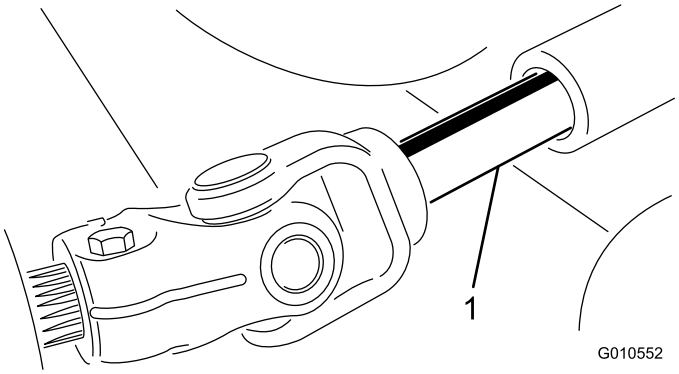

図 3
5. エンジンを停止させ、カッティングユニットをトラクションユニットの下から抜き出し、PTO シャフトのオスメスの接続部分を解除する図 3。